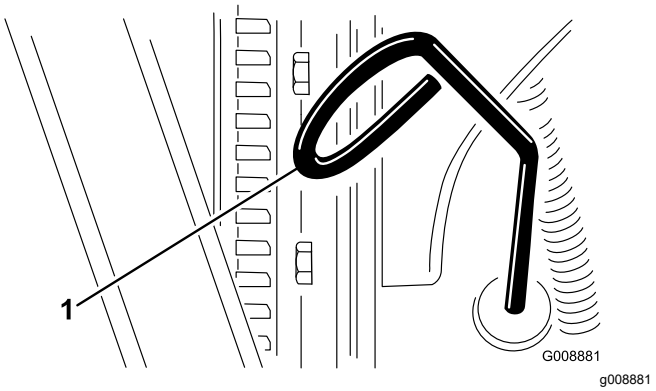

Figur 27
2. Fjern målepinden (Figur 27), og aftør den med en ren klud.